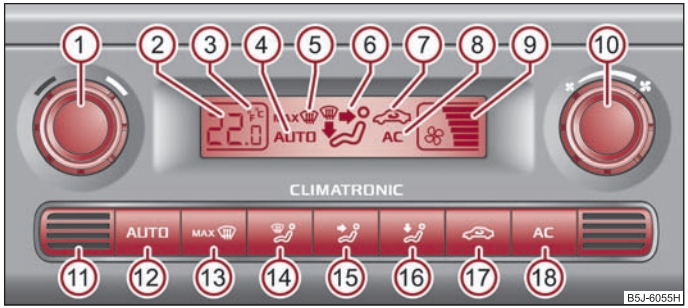

Fig. 90 Climatronic: Control elements
- Press the button AUTO ⇒ fig. 90.
Press and hold the buttons AUTO and AC ⇒ fig. 90 at the same time. The information in the desired temperature measuring unit appears in the display.
– Press the button MAX ⇒ page 85, fig. 90.
– Turn the control dial (10) ⇒ page 85, fig. 90 to the left (reduce blower speed) or right (increase blower speed).